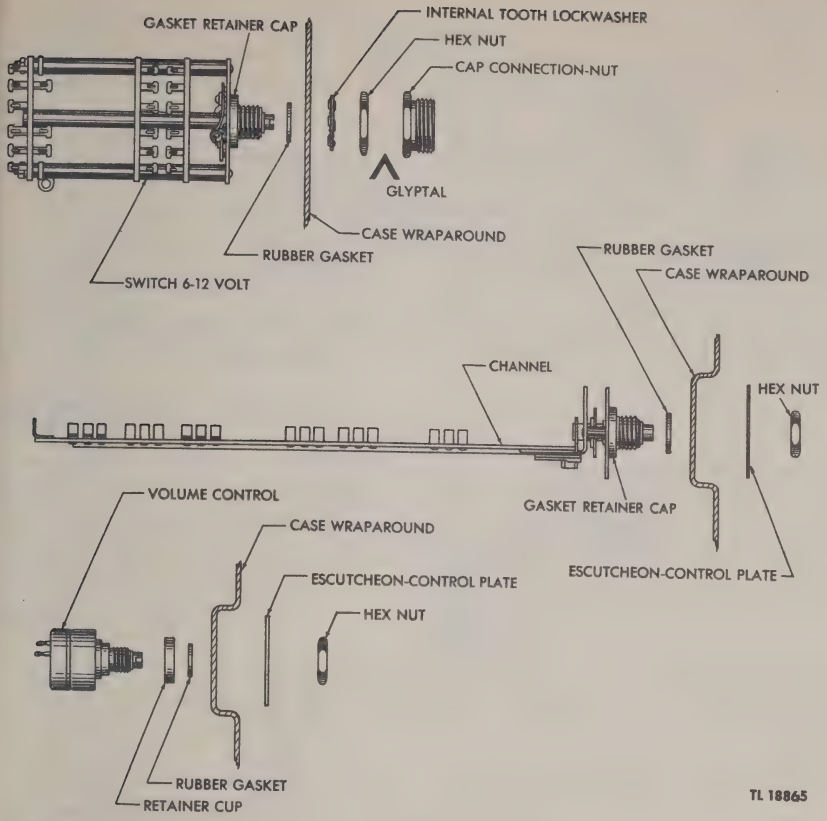

Figure 52. Watersealed control shaft assembly.
f. Controls. When replacing controls on the front panel (VOLUME control R-31, 6V-12V switch S-5, or CHANNEL switch S-2) the rubber gasket must be placed in the cap provided (fig. 52). The rubber gasket must be resilient and free from cuts to eliminate water leakage. The controls are held to the panel by hexagonal nuts tightened from the front of the panel. To remove the CHANNEL switch, first remove the shield mounted on top of the switch. This requires the removal of seven connections to C-12, C-61, C-58, and BT-1. Then remove the No. 4 screws securing the switch to chassis posts, and disconnect the wires to S-2. Removal of the panel nut on the control shaft allows the switch to be removed.